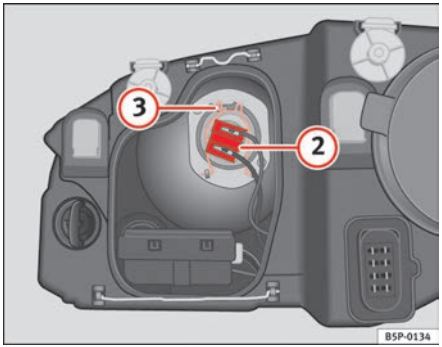

Fig. 185 Dipped head-lights
– Remove the connector ⇒ page 256, fig. 185 (2) from the bulb.
– Disengage the retainer spring ⇒ page 256, fig. 185 (3) pressing inwards to the right.